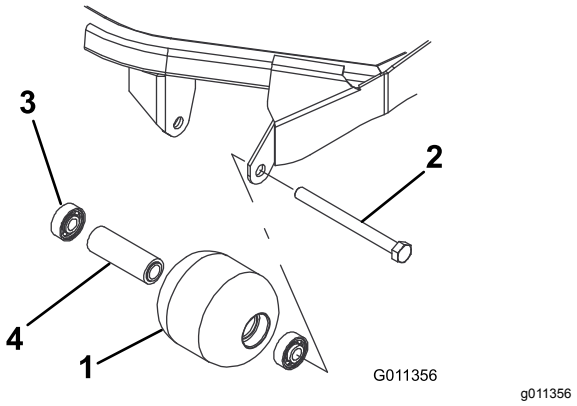

Figur 91
1. Fjern valsemonteringsskruen (Figur 91).
4. Undersøk valsehus, lagre og avstandsstykke for lager for skader (Figur 91). Skift ut skadede komponenter og monter på nytt.
1. Trykk det første lageret inn i valsehuset (Figur 91). Trykk enten på kun ytre kulesete eller både indre og ytre kulesete.
2. Sett inn mellomstykket (Figur 91).
3. Trykk det andre lageret inn i valsehuset (Figur 91) ved å trykke like mye på indre og ytre kulesete til indre kuleseter kommer i kontakt med avstandsstykket.